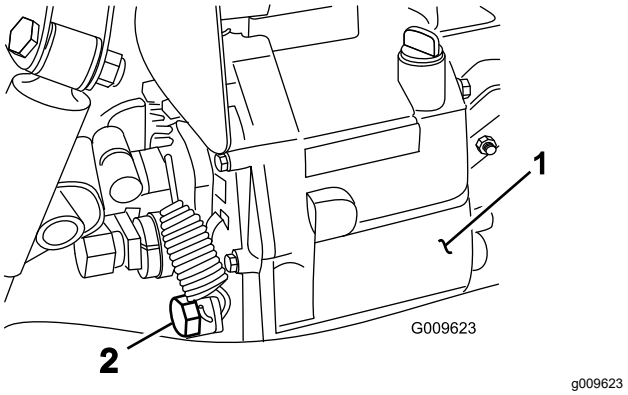

Figur 71
2. Ta bort avtappningspluggen från tankens sida och låt hydraulvätskan rinna ner i ett avtappningskärl (Figur 71).